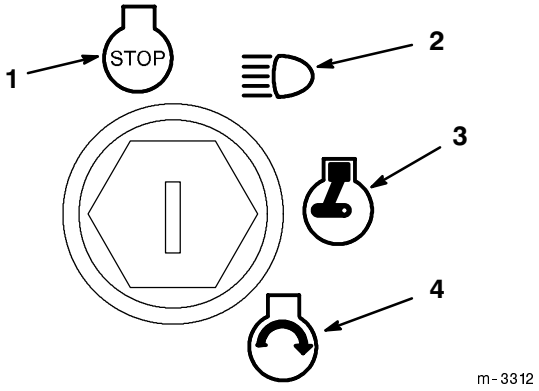

Figure 12
6. Turn the ignition key clockwise and hold it in the START position (Fig. 12). When the engine starts, release the key.
3. Turn the ignition key to STOP (Fig. 12).